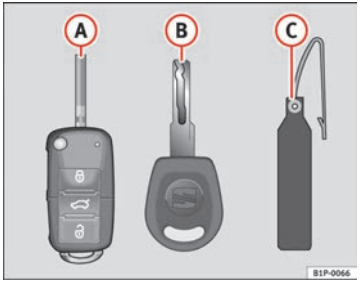

Abb. 61 Schlüsselsatz
- Funkschlüssel ⇒ Abb. 61 (A) mit ausklappbarem Schlüsselbart,
- Schlüssel ohne Funk-Fernbedienung, (B)
- einem Kunststoffanhänger* (C).